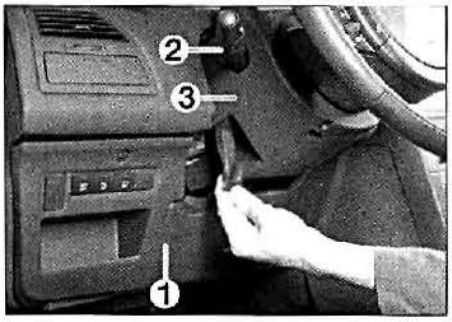

FIG. 1
• Desbloquear la columna y tirar de ella (descenderla al máximo **(fig. 1)**.